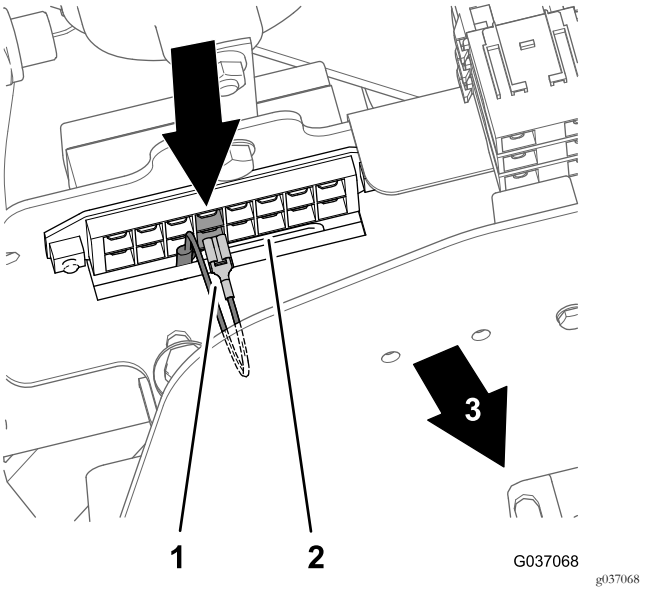

Figur 35
- Modell 30654, 30657 och 30659 – fjärde säkringsplatsen från vänster (Figur 35)